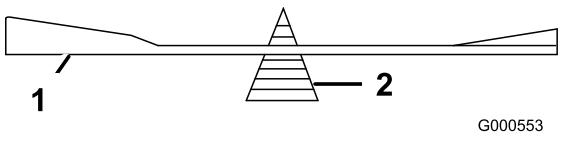

Rysunek 66
2. Sprawdź wyważenie ostrza, układając je na równoważniku ostrzy (Rysunek 66).